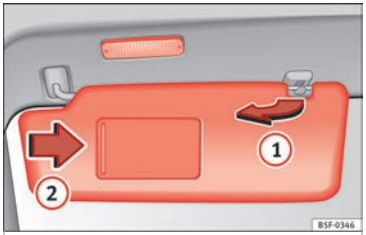

Afb. 142 Zonneklep.
- De zonneklep kan uit de steun worden verwijderd en naar het portier worden toegedraaid **›››** **afb. 142** (1).
In de uitgeklapte zonneklep zit een make-up spiegel die door een klepje wordt afgedekt. Als u het klepje **›››** **afb. 142** (2) wegschuift, gaat er een lampje branden.